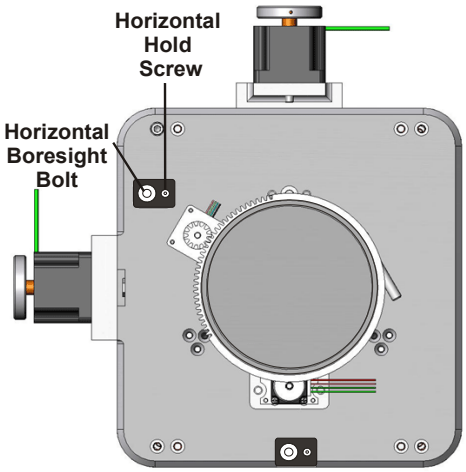
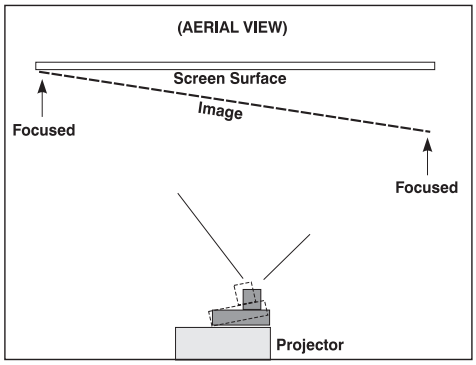

Figure 2-39 Horizontal Boresight
Figure 2-41 Aerial View Illustrating Misaligned Boresight
1. The Horizontal Hold Screw acts as counter-resistance to hold the lens mount in place once set. Before adjusting the boresight, loosen the **Horizontal Hold Screw**. See **Figure 2-39**.
a. If the right side of the image comes into focus before the lens is completely retracted, then the image focuses in front of the screen. See **Figure 2-41.** To correct this problem, adjust the **Horizontal Boresight** bolt to direct or aim the lens mount towards the LEFT to balance out the left/right edges. See **Figure 2-39**.
7. Adjust the **Horizontal Hold Screw** to lock adjustments in place. Check boresight again. See **Figure 2-39**.